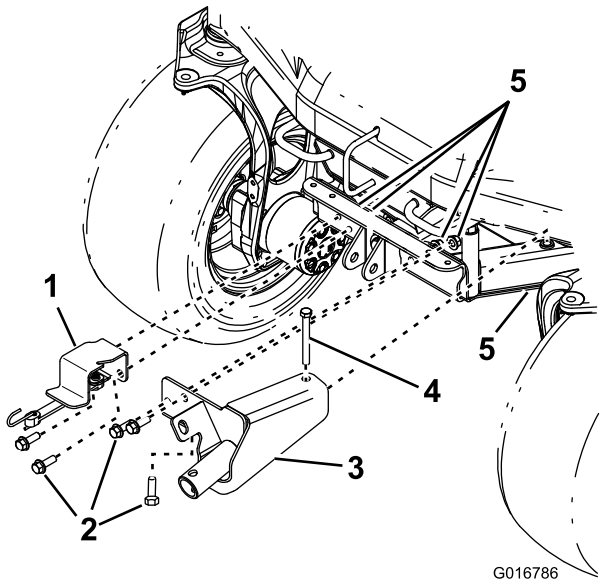

Figure 5
2. Attach the jack support bracket to the machine frame with 2 hex-head flange bolts and 2 locknuts (Figure 5).
3. Install the jack bracket to the machine frame with 3 hex-head flange bolts (1/2 x 1-1/2 inches), a hex-head bolt (1/2 x 4-1/2 inches), and 4 locknuts (Figure 5).